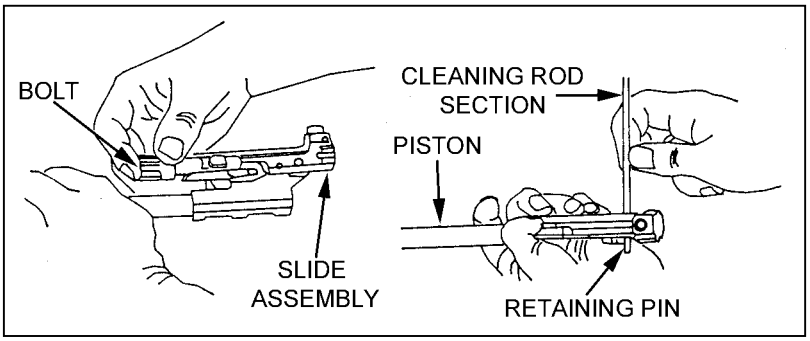

Figure 1-11. Separation of the operating rod group.
(6) To separate the operating rod group (Figure 1-11), hold the piston assembly in one hand, place your other hand on the bolt assembly, and rotate the bolt to disengage it bolt from the slide assembly. Remove the firing pin spring from the firing pin, but be careful not to break the spring. If the spring sticks, rotate it clockwise to free it. The weapon will function without the spring, but this weakens the firing pin action. To separate the slide assembly from the piston, press the retaining pin at the rear of the slide assembly to the left and lift the slide assembly.